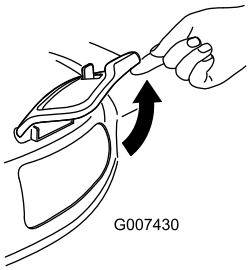

**Figur 28**
2. Lyft upp sidoutkastarluckan (Figur 28).